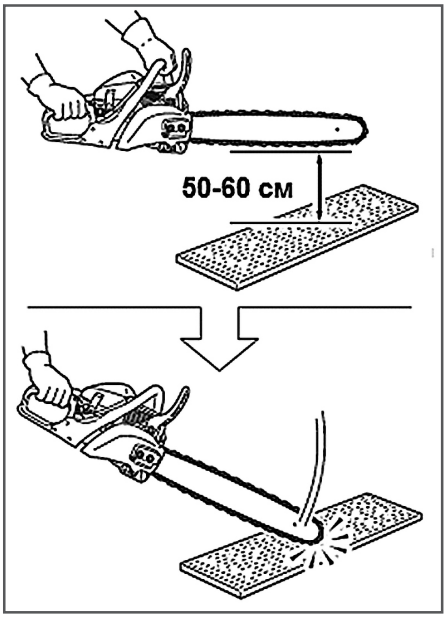

Рис. 8 Проверка инерционного тормоза
1. Возьмитесь за переднюю и заднюю рукоятку бензопилы и держите ее так, чтобы она располагалась на высоте 50- 60 см от испытательной поверхности (Рис. 8).